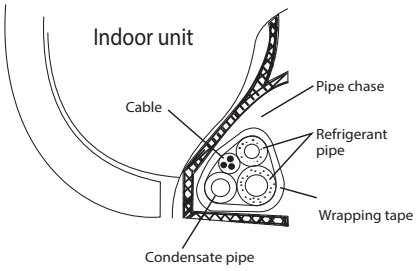

Fig. 9 — Condensate Pipe Ordering
- While routing the condensate from right to left, behind the unit, make sure all the piping is wrapped and placed in the piping chase as shown in Fig. 9.